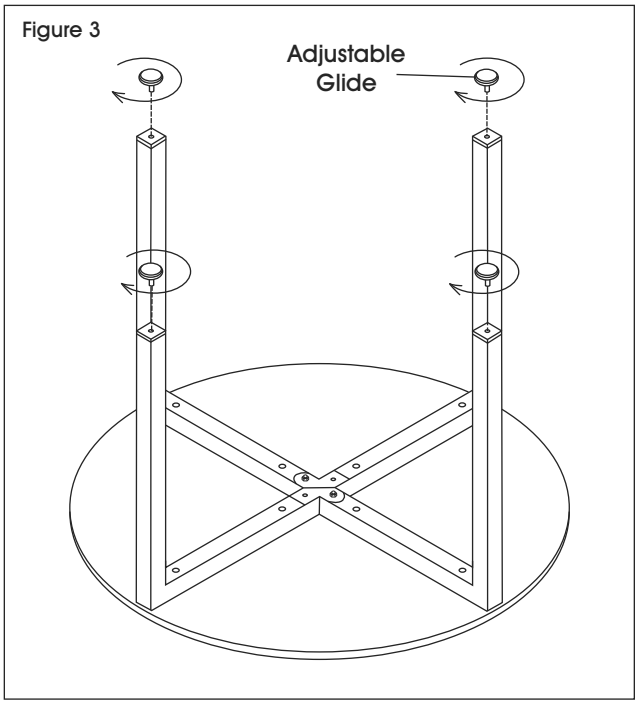

Figure 3
3. Insert one adjustable glide into each leg. With second person, carefully flip assembled table onto feet. (See Figure 3)
3. Insérez un patin réglable dans chacun des pieds. À deux, placez avec soin la table assemblée sur ses pieds. (Voir Figure 3)